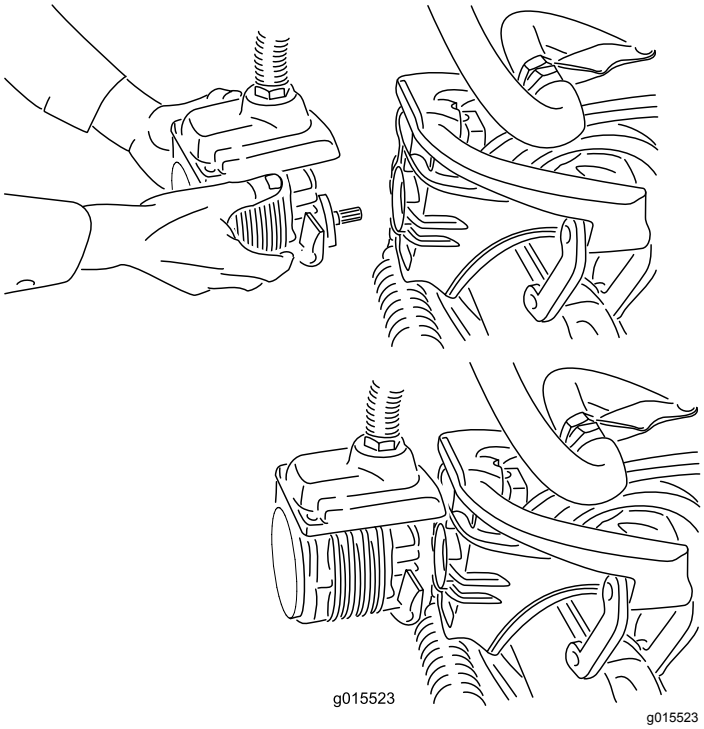

Figur 40
4. Flytta motorn till förvaringsutrymmet framför upphängningsarmen (Figur 40).